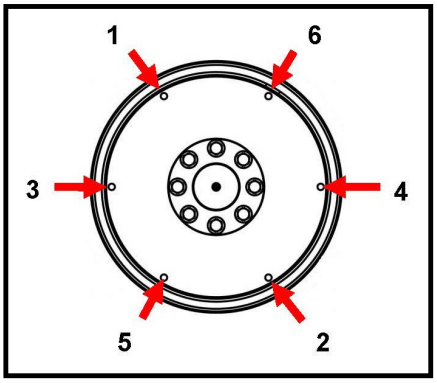

FIGURA 22. SECUENCIA DE FIJACIÓN
10. Apriete los pernos para fijar el disco de acoplamiento al volante, en la secuencia que se muestra en **Figura 22 en la página 41**.